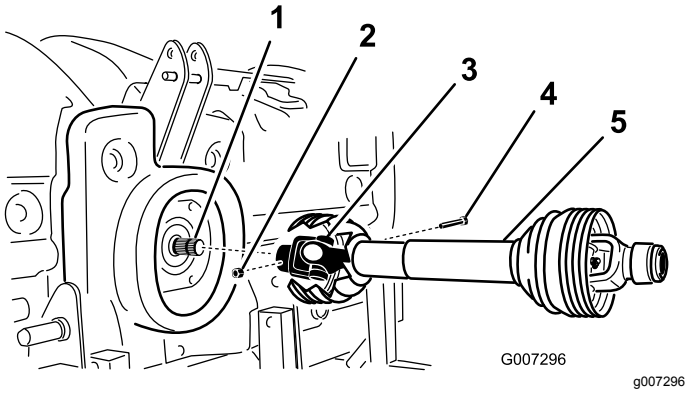

Figur 11
2. Slut kraftudtagsakslen til gearkassens indgangsaksel med en bolt på ½" x 3,00" og en møtrik på ½" (Figur 11).